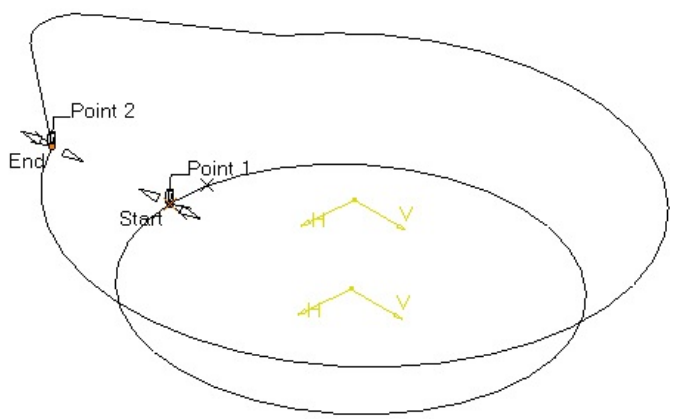

Figure 10-60 *Points selected to create a line*
6. Choose the **Line** button from the **Wireframe** toolbar; the **Line Definition** dialog box is displayed. Select two points, as shown in Figure 10-60, and then choose the **OK** button from the **Line Definition** dialog box; a line joining the points is created.